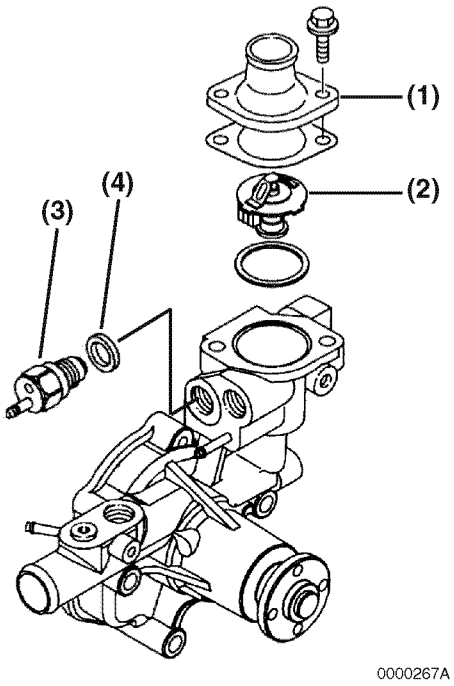

Figure 8-8
1. Remove the thermostat cover **(Figure 8-8, (1))**. Discard the gasket.
2. Remove the thermostat **(Figure 8-8, (2))**. Discard the O-ring. Remove the temperature switch **(Figure 8-8, (3))** and gasket **(Figure 8-8, (4))**. Discard the gasket.